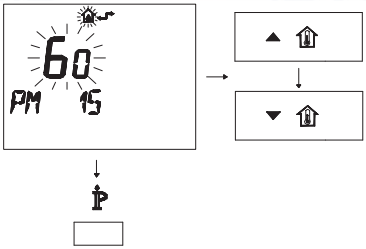

Fig. 7.14
- Modify the programmed SET by acting on buttons ▲ or ▼ until **a setting of 60** is displayed, wait for the number programmed to flash (Fig. 7.14)